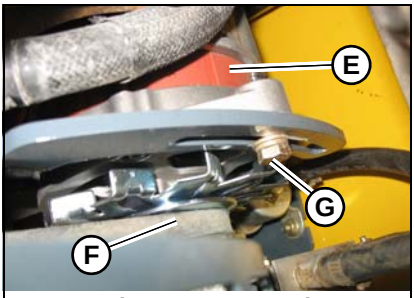

Figure 103 – V-Belt
3. Inspect V-belt (F, Figure 103) for damage. If damaged, have belts replaced by an authorized repair shop.
4. Press on V-belt (F) mid-way between pulleys to check deflection. The belt should not deflect more than 8 mm (5/16 in.).